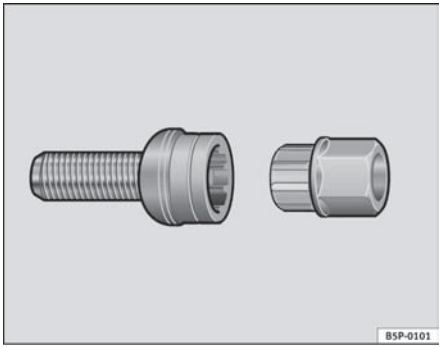

Fig. 137 Anti-theft wheel bolt
– Insert the adapter onto the wheel bolt and push it on as far as it will go ⇒ page 199, fig. 137.